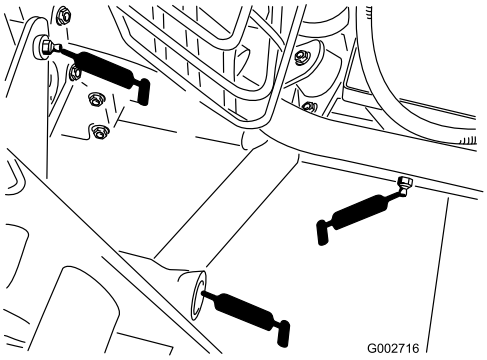

Figuur 23
- Achterste trekhaak (5) (Figuur 23)